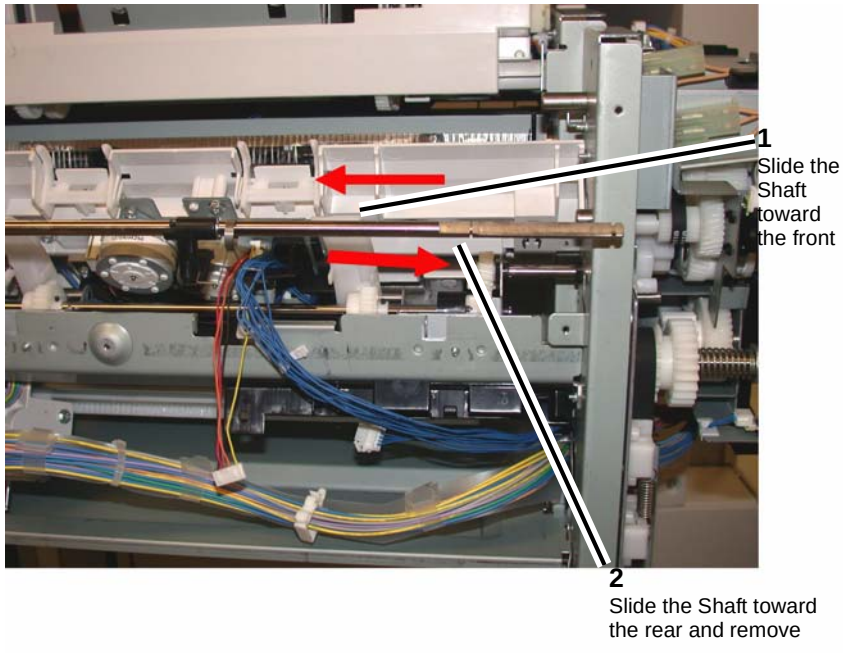

Figure 9 Removing the Set Clamp Shaft
18. Slide the Set Clamp Shaft to the front to clear the rear frame then slide the Shaft to the rear and remove it from the Finisher (Figure 9).